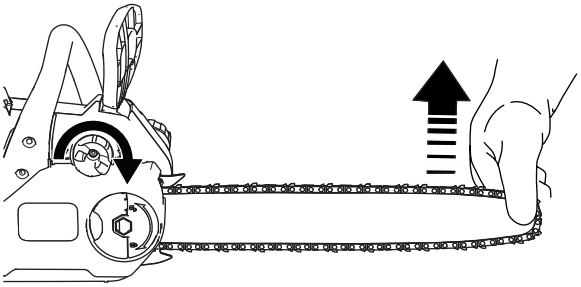

Figure 28
3. Saisissez l'extrémité du guide (Figure 28).